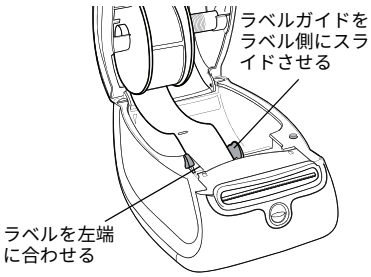

図 4
- ラベルの左端がラベルフィードスロットの左側に当たるようにラベルを挿入すること。図 4 を参照してください。
このセクションの図 3 および図 4 には、LabelWriter 450 プリンターにラベルをロードする方法を示していますが、 どの LabelWriter プリンターでもこの方法は共通しています。
7 ラベルの左端をラベルフィードスロットの左端に合わせ、ラベルをスロットに挿入します。図 4 を参照してください。
8 ラベルガイドがラベルの右端に合うまで、ラベルガイドを左にスライドさせます。図 4 を参照してください。